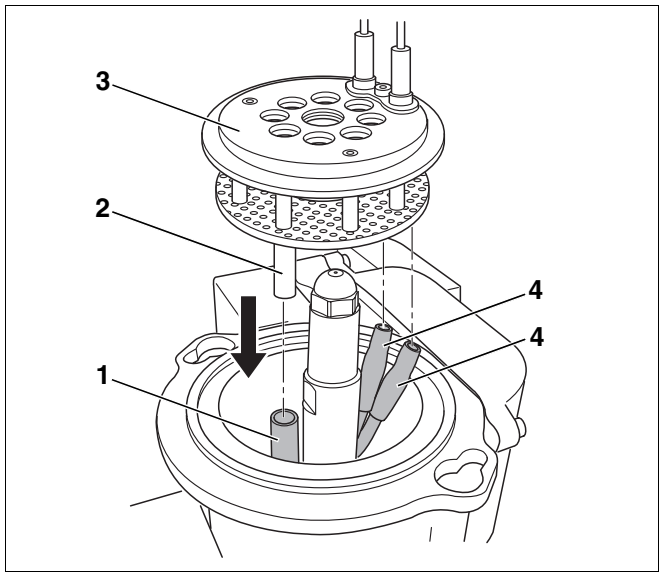

Afb. 36 Mengsysteem monteren
- Plaats het mengsysteem (afb. 36, **pos. 3**) weer terug.
- Bevestig de ontstekingsleidingen (afb. 36, **pos. 4**) op correcte wijze.
- Schuif de kijkbuis (afb. 36, **pos. 2**) in de houderleiding (afb. 36, **pos. 1**).